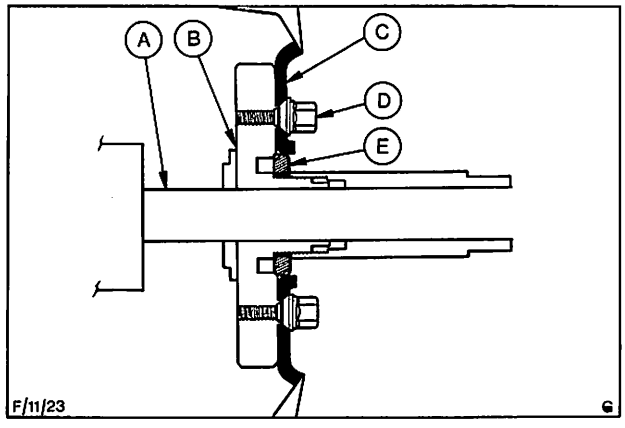

Abb. 6 A = Welle – Auswuchtgerät
c) Die Befestigung der Leichtmetallfelge am Auswuchtgerät darf nur unter Verwendung von Muttern oder Bolzen mit Konussitz erfolgen. Um Beschädigungen an der Felge zu vermeiden, sind nach Möglichkeit die Radmuttern mit der konischen Unterlegscheibe, die zu dem betreffenden Fahrzeug gehören, zu verwenden. Sollten normale Konusmuttern oder Bolzen verwendet werden müssen, so sind diese nur so weit anzuziehen, wie es zum Befestigen der Felge erforderlich ist. Ein übermäßiges Anziehen kann zu Freßbeschädigungen an den Stoßflächen führen. Zur ordnungsgemäßen Befestigung der Felge sollte der in der Abbildung 6 „E" näher bezeichnete Paßring verwendet werden.